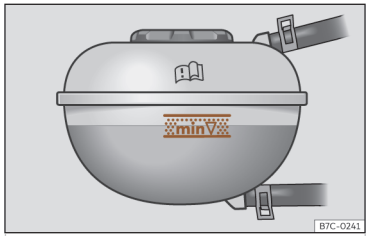

Abb. 209 Im Frontraum: Markierung am Kühlmittelausgleichsbehälter.
- Überprüfen Sie bei kaltem Motor den Kühlmittelstand an den seitlichen Markierungen des Ausgleichsbehälters >>> **(Abb. 209)**. Der Kühlmittelstand muss zwischen den Markierungen liegen.
- Der Kühlmittelstand muss sich zwischen den Markierungen des Ausgleichsbehälters befinden >>> **(Abb. 209)**. **Nicht über die Oberkante des markierten Bereichs auffüllen** >>> ⚠.
- Das Kühlmittel darf beim Auffüllen die Oberkante des markierten Bereichs nicht überschreiten ››› (Abb. 209). Andernfalls kann überschüssige Flüssigkeit bei steigender Temperatur aus dem Motorkühlsystem ausgestoßen werden und Schäden verursachen.